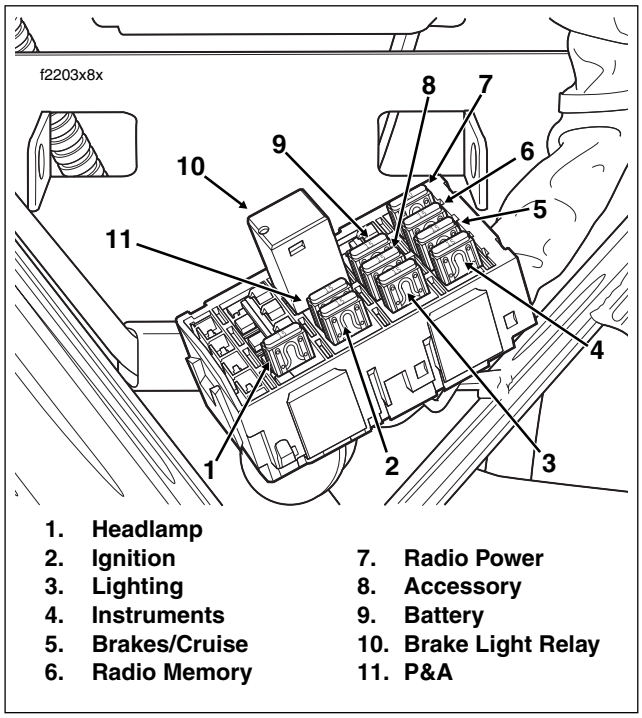

Figure 8-5. Fuse Block (FLHX, FLHTC/U, FLTR)
4. Remove system fuse/relay from fuse block. Replace fuse if the element is burned or broken. Automotive type ATO fuses are used. See Figure 8-5.
1. Install system fuse/relay in fuse block. See Figure 8-5.